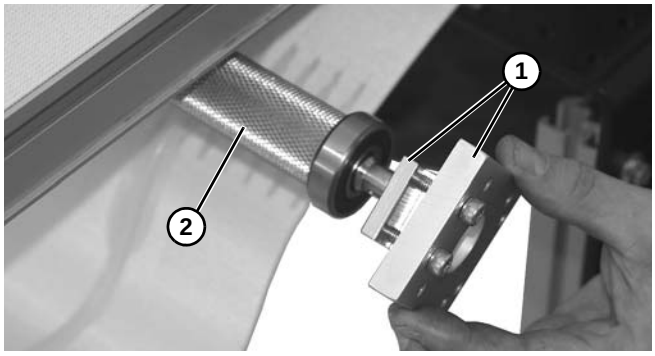

Figure 63
6. Separate mounting blocks **(Figure 63, item 1)** from spindle **(Figure 63, item 2)**.